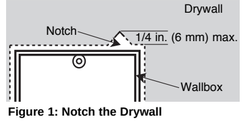

Figure 1: Notch the Drywall
2. Using a sharp utility knife or drywall saw, create a notch (~1/4 in.) in the drywall above the top right hand corner of the wallbox (see Figure 1)